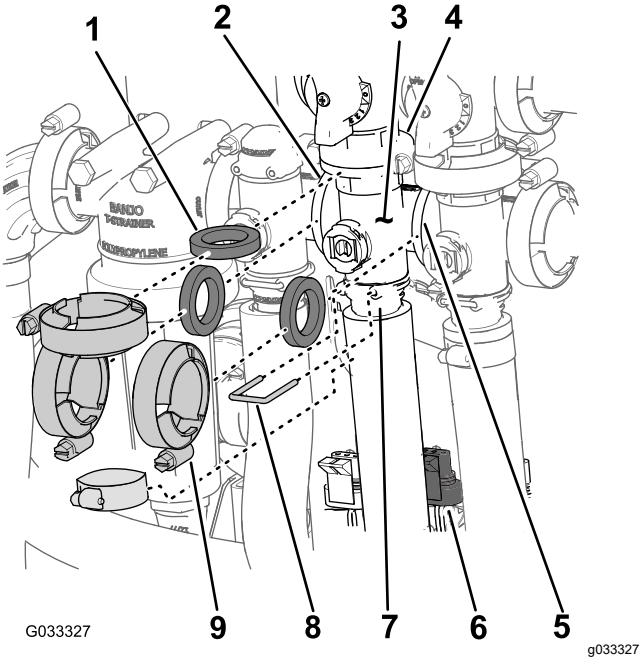

Figura 70
1. Remova as braçadeiras e juntas que prendem o coletor da válvula de agitação (Figura 70) à válvula de desvio de agitação, válvula de controle de taxa, válvula da seção principal e encaixe do adaptador (válvula do acelerador de agitação).
2. Remova o retentor que prende o encaixe de saída ao coletor da válvula de agitação (Figura 70).